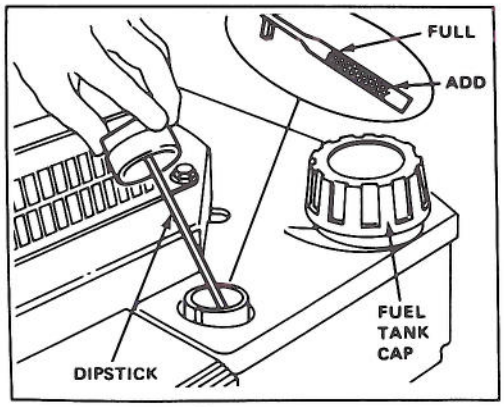

Figure 4
3. Wipe dipstick and insert it into filler neck. Rotate cap clockwise 1/4 turn. Then remove dipstick and check oil level (Fig. 4). If level is low, add only enough oil to raise level to FULL mark on dipstick. DO NOT FILL ABOVE FULL MARK BECAUSE ENGINE COULD BE DAMAGED WHEN STARTED. POUR OIL SLOWLY.
1. Clean around fuel tank cap and remove cap from fuel tank (Fig. 4). Using unleaded gasoline, fill fuel tank to within ¼" to ½ inch (6-13 mm) from top of tank.